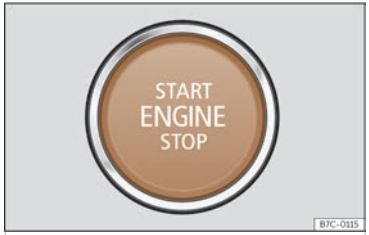

Fig. 121 Touche de démarrage.
Lorsque vous accédez au véhicule, le bouton de démarrage ››› **fig. 121** clignote pour attirer l'attention.
- Appuyez sur la touche de démarrage >>> fig. 121 sans appuyer sur l'accélérateur.
- Appuyez brièvement sur la touche de démarrage ››› **fig. 121**.